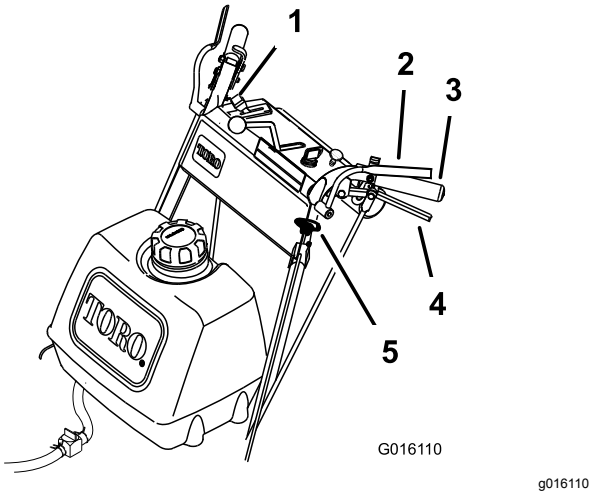

Figur 12
1. Tryk dødemandsgrebene mod håndtagene for at indkoble plæneklipperens skæreknive (Figur 12).
1. Skub grebet til regulering af skæreknivene (kraftudtag) ned til positionen OFF (fra) (Figur 12).
2. Når dødemandsgrebet slippes, slukkes motoren og skæreknivene stoppes (Figur 12) med håndtaget til regulering af skæreknivene aktiveret.